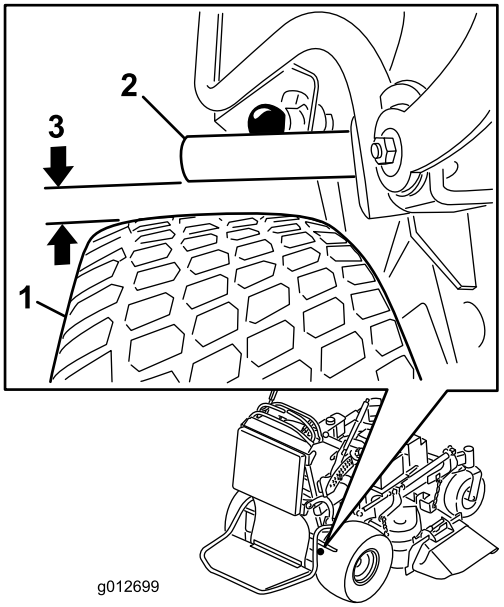

Figure 61
4. Lorsque le frein est desserré, mesurez la distance entre la barre de frein et la roue. La distance doit être comprise entre 5 et 8 mm (Figure 61). Reportez-vous à la section Réglage du frein de stationnement si un réglage est nécessaire.
5. Réglez la chape. La distance entre la barre de frein et la roue doit être comprise entre 5 et 8 mm. Pour serrer le frein, tournez la chape vers le haut. Pour desserrer le frein, tournez la chape vers le bas (Figure 61).